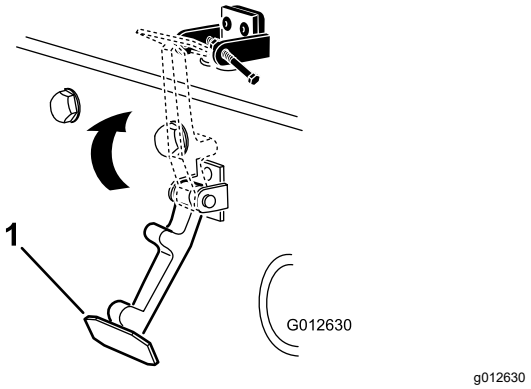

**Figuur 17**
6. Haak de sluiting op de vergrendelbeugel van de motorkap (Figuur 17).